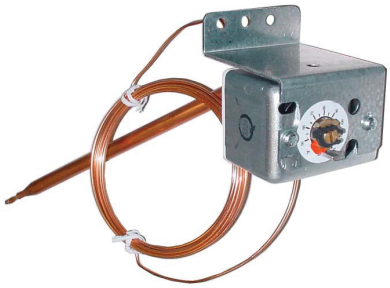

Figure 14. Thermostat de conduit monté sur unité
- **Ductstat avec tube capillaire (option AG3) :** Le thermostat de conduit monté sur l'unité (voir **Figure 14**) offre une plage réglable de 0°F à 100°F (–17.8°C à 37.8°C) avec une température différentielle fixe de 3°F (1.7°C). La sonde est préréglée en usine à 70°F (21.1°C). En raison des différents réglages de débit d'air (CFM) et des températures de l'air extérieur, la température moyenne de sortie en aval pourrait ne pas correspondre exactement au réglage du thermostat de conduit. Une fois l'installation terminée, ajustez le point de consigne du thermostat de gaine afin d'obtenir la température moyenne de sortie souhaitée.